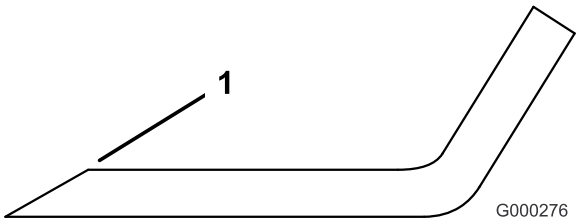

Figura 79
1. Utilize uma lima para afiar a aresta de corte em ambas as extremidades da lâmina (Figura 79). Mantenha o